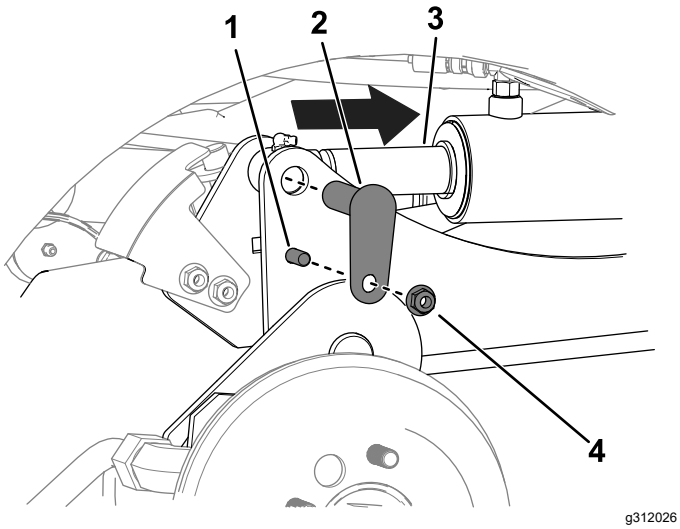

**Figuur 10**
C. Gebruik een doorn om de gaten van de cilinderstang uit te lijnen met de gaten in de hefarm (Figuur 10).
D. Gebruik 2 bouten (⅜" x 1¼"), 2 moeren (⅜") en 2 kleine pennen om de hefarmen aan de cilinders te monteren (Figuur 10).